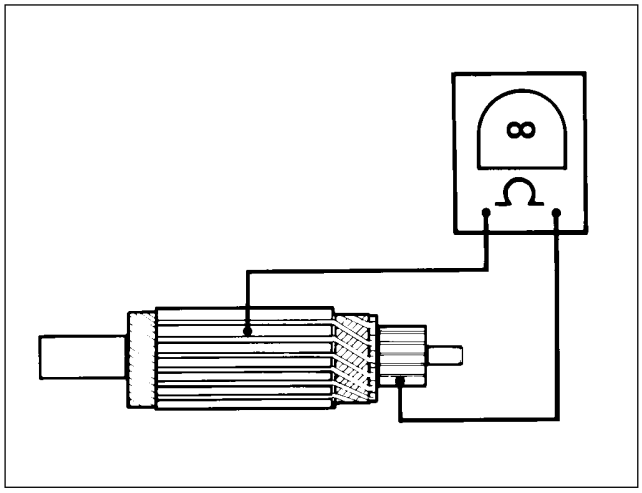

Figure 5-12. Grounded Armature Test
11. See Figure 5-12. Check for a GROUNDED ARMATURE with an ohmmeter or continuity tester. Touch one probe to any commutator segment, and the other probe to the armature core. There should be no continuity (infinite ohms). If there is any continuity the armature is grounded and should be replaced.